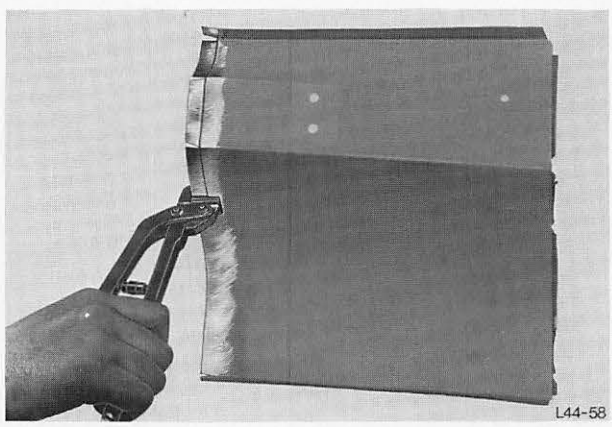

Abb. 53 Neuteil abkanten
11. Schnittfläche Kühlergitterblech und Schürze abkanten, dabei eine Abkantzange benutzen, Abb. 53.